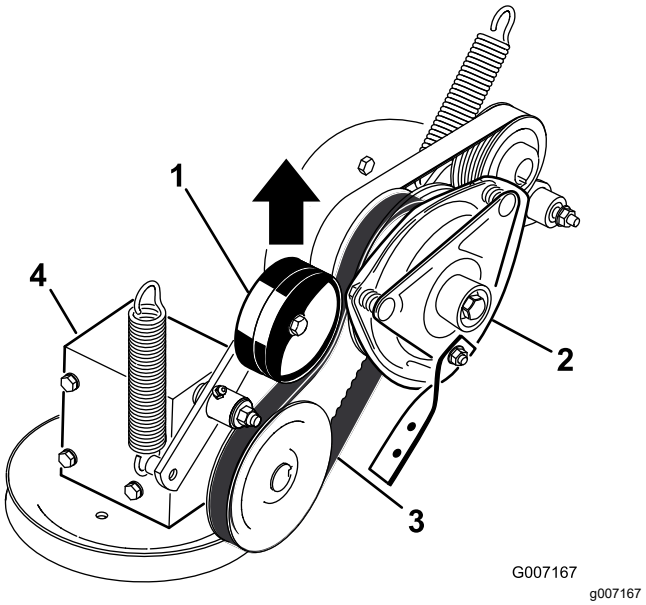

Rysunek 76
5. Pociągnij dociskane sprężyną jałowe koło pasowe paska napędowego PTO i zdejmij pasek z koła pasowego sprzęgła (Rysunek 76).
17. Pociągnij dociskane sprężyną jałowe koło pasowe paska napędowego PTO i załóż pasek na koło pasowe sprzęgła (Rysunek 76).